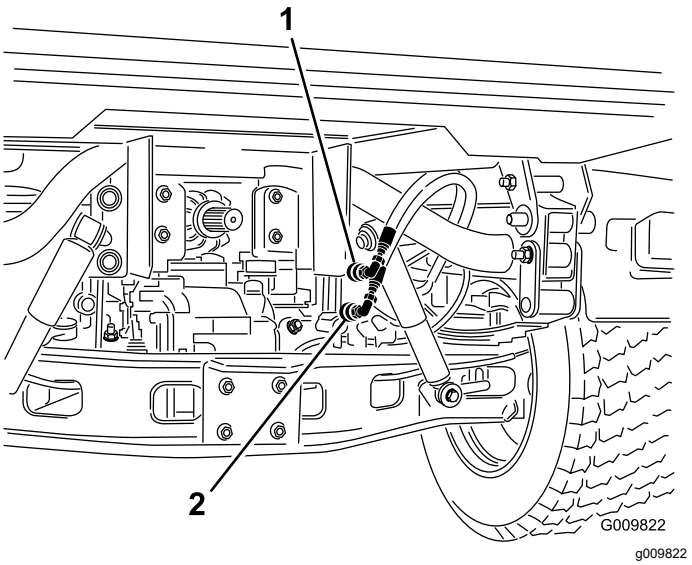

**Bild 71**
2. Schließen Sie an beiden Maschinen die zwei Schnellkupplungsschläuche von den Schläuchen ab, die an der Schnellkupplungshalterung befestigt sind (Bild 71).